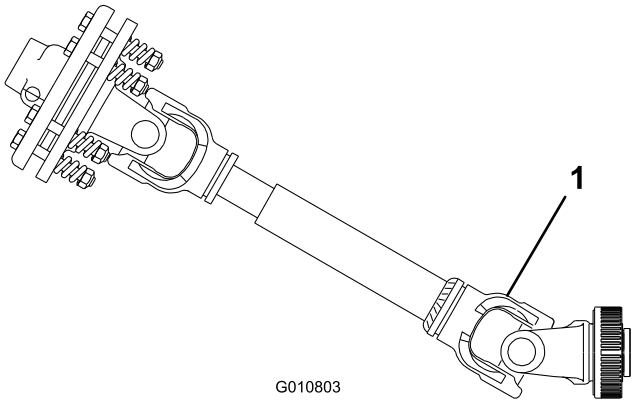

**Figuur 23**
**Belangrijk: Zorg er bij het aansluiten van de aftakas voor dat de beluchter niet hoger wordt getild dan nodig is. Als u de machine te hoog tilt, kunnen de scharnierpunten van de aftakas breken (Figuur 23). Laat de aftakas nooit draaien als de beluchter omhoog is. De aftakas kan worden bediend in een hoek van maximaal 25°, maar mag nooit de 35° passeren, de hoek waarbij de beluchter zich in de hoogste stand bevindt.**